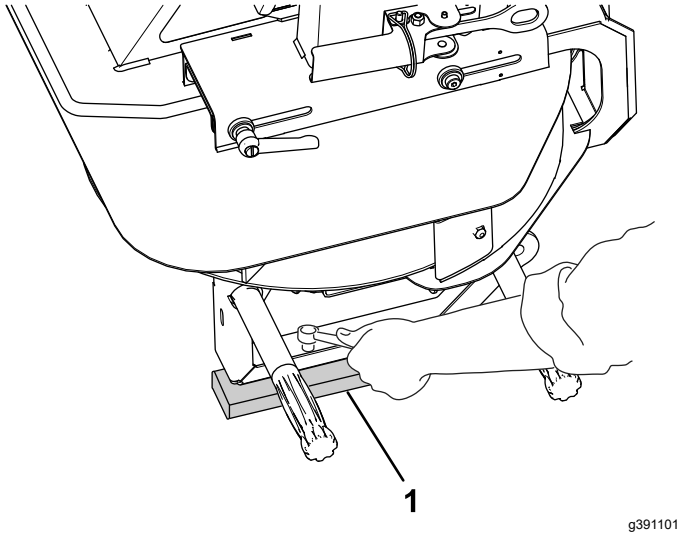

Figuur 6
5. Verwijder de 4 schroeven uit de poten van de dubbele spinner. Til de dubbele spinner samen met een tweede persoon en verwijder de tapeinden en piepschuim(Figuur 6).